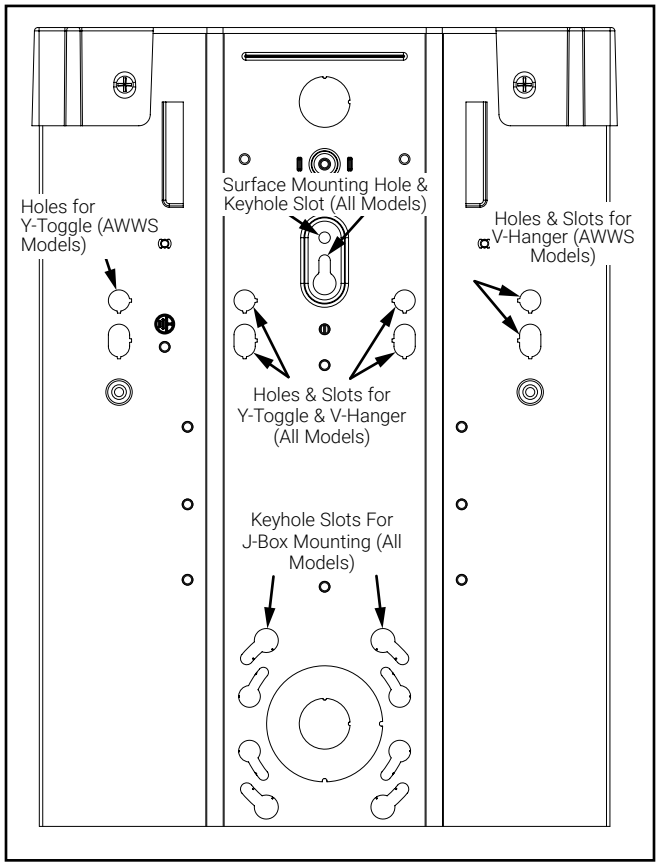

Figure 7.
5. For mounting luminarie, use the provided mounting holes found on each end of the channel (Figure 7). Appropriate hardware should be used (sold separately).